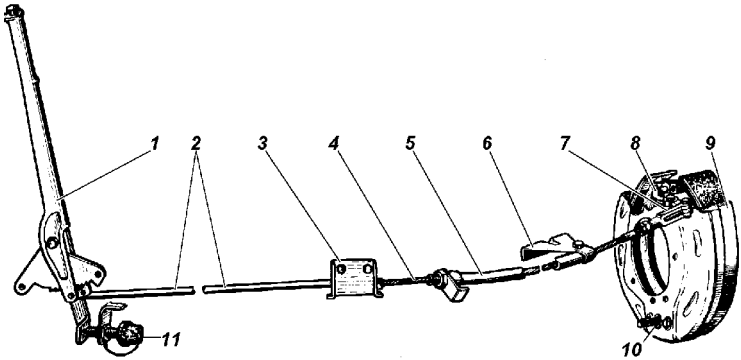

Рис. 9.36. Привод стояночного тормоза:
2. Переместите рычаг 1 (рис. 9.36) стояночного тормоза в крайнее переднее положение.